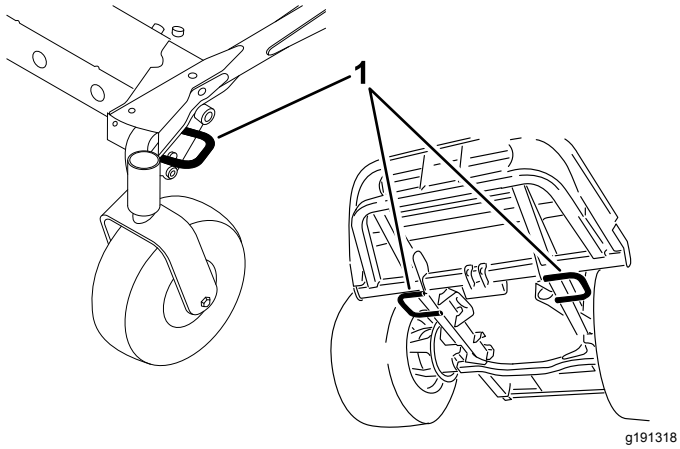

**Bild 27**
5. Verwenden Sie die Vergurtungsstellen, um die Maschine mit Riemen, Ketten, Kabeln oder Seilen am Anhänger oder Pritschenwagen zu befestigen (Bild 27).